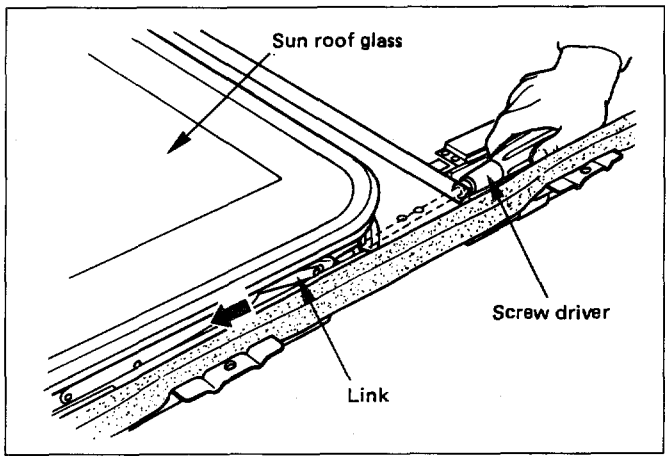

Fig. 10-246
1. When installing the motor or drive unit, set the sun roof set plate in the full closed position by pushing the link portion. (Fig. 10-246)